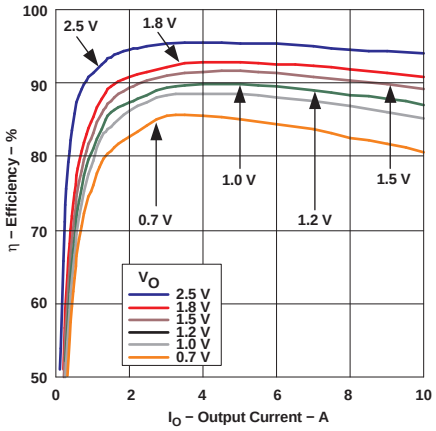
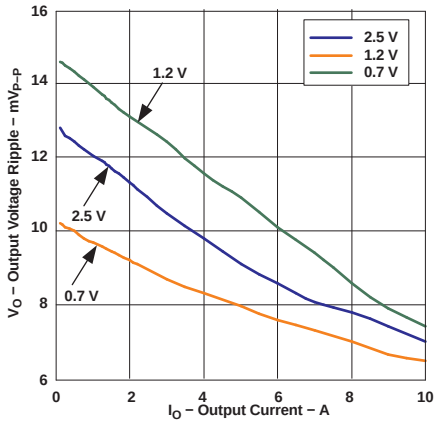
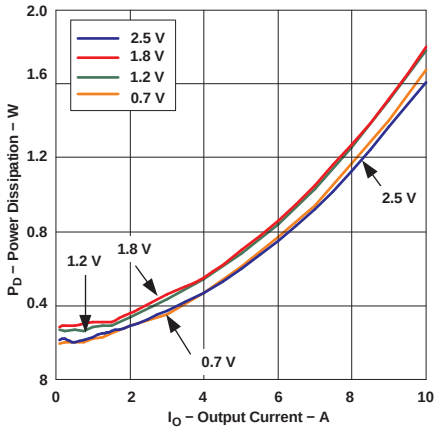

Figure 5.
Figure 6.
Figure 7.
(1) The electrical characteristic data has been developed from actual products tested at 25C. This data is considered typical for the converter. Applies to Figure 5, Figure 6, and Figure 7.